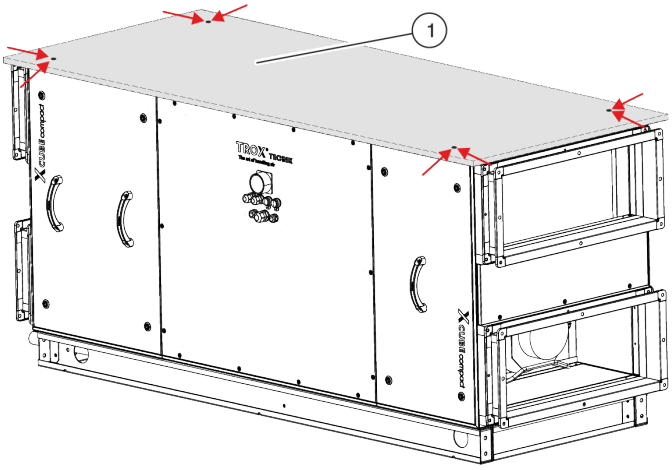

Fig. 15: Roof installation
5. ▸ Place the roof segment (Fig. 15/1) onto the roof supports and screw in place using the self-tapping screws.